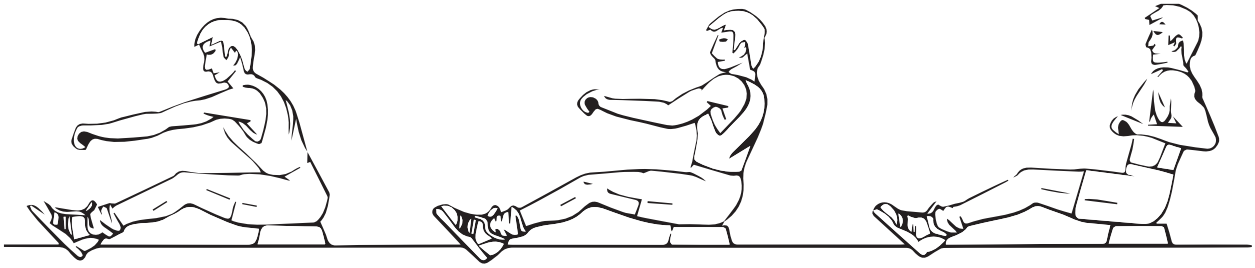

Fig. 4 Fig. 5 Fig. 6
- Setzen Sie sich wie in Abb. 4 gezeigt, mit gestreckten Beinen hin, lehnen Sie sich nach vorne und